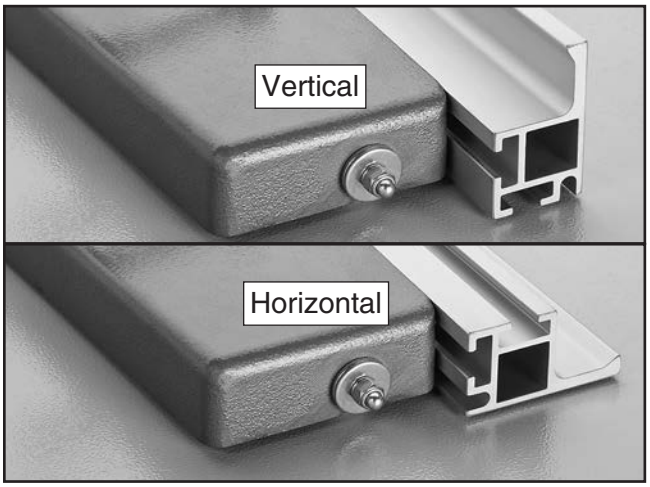

Figure 112. Rip fence positions.
4. Place fence in vertical position (see **Figure 112**) for thicker workpieces, or in horizontal position for thinner workpieces and for angled cuts where blade is tilted over the fence.